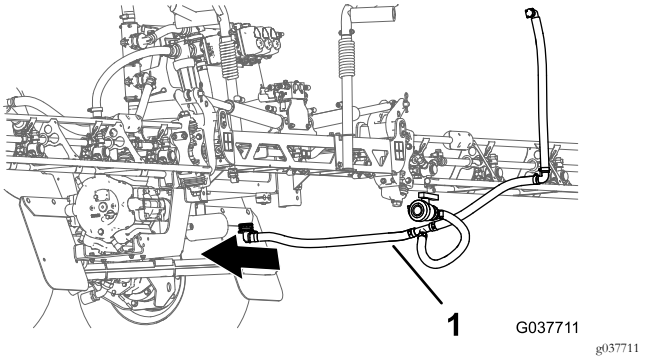

Figura 74
3. Alinee el conjunto de mangueras de desvío y vaciado con la parte trasera de la máquina (Figura 74).